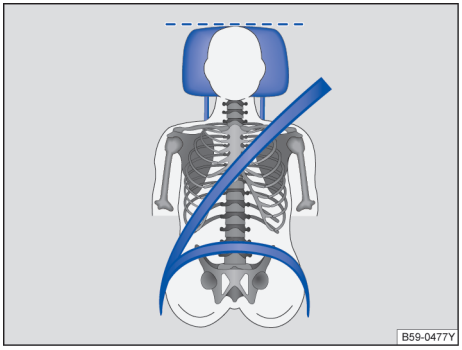

图 21 驾驶员头枕的正确位置
– 调节头枕，使头枕的上沿与您的头顶等高，不可低于眼睛，头部尽可能贴近头枕→ 图 21。